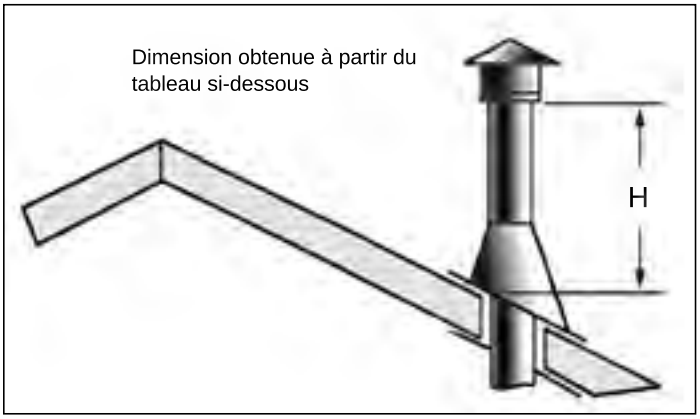

Figure 43: Height of Vertical Termination; Reference Table 10.
STEP 8. Continue to add pipe sections until the height of the vent cap meets the minimum code requirements. Refer to Figure 43 and Table 10. Note that for steep roof pitches, the vent height must be increased. In high wind conditions, nearby trees, adjoining roof lines, steep pitched roofs, and other similar factors can result in poor draft, or down drafting. In these cases, increasing the vent height may solve the problem.
Table 10: Minimum 'H' for Figure 43.